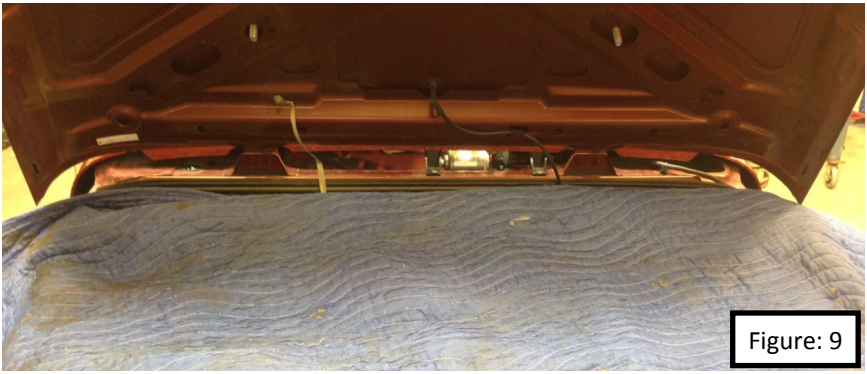

Figure: 9
11. Lay a blanket over the engine to protect the engine bay from metal shavings and chips. Figure: 9